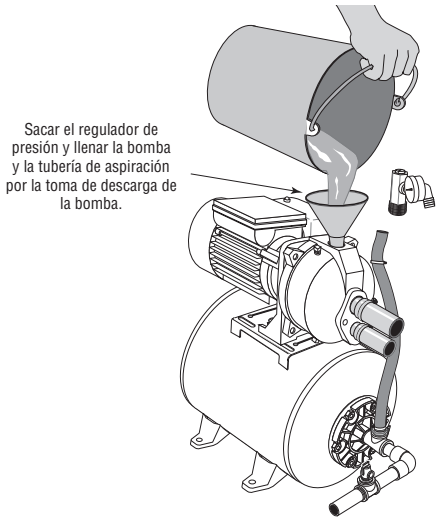

Figura 10 - Llenado de la bomba
1. Abra el regulador de presión lo más posible, sin sacarlo del cuerpo del regulador. Luego saque el regulador de la bomba y llene la bomba, llene toda la tubería entre la bomba y el pozo, y verifique que toda la tubería en el pozo esté llena. Si también instaló una "T" de cebado en la tubería de succión, retire el tapón de la "T" y llene la tubería de succión (vea la Figura 10).